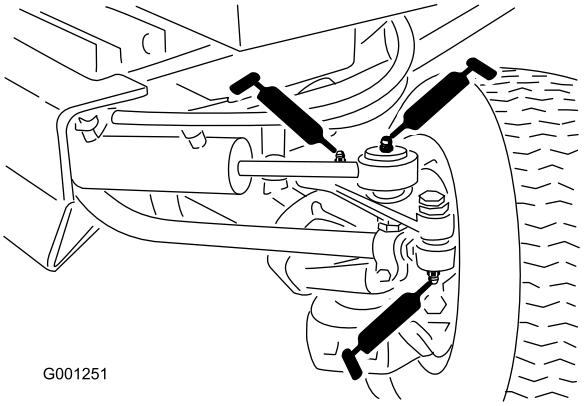

Figuur 46
- Uiteinden van spoorstang (2) (Figuur 46)
- Uiteinden van cilinderstang (2) (Figuur 46)
- Draaipunten van besturing (2) (Figuur 46)
- Draaipen van as (Figuur 46)